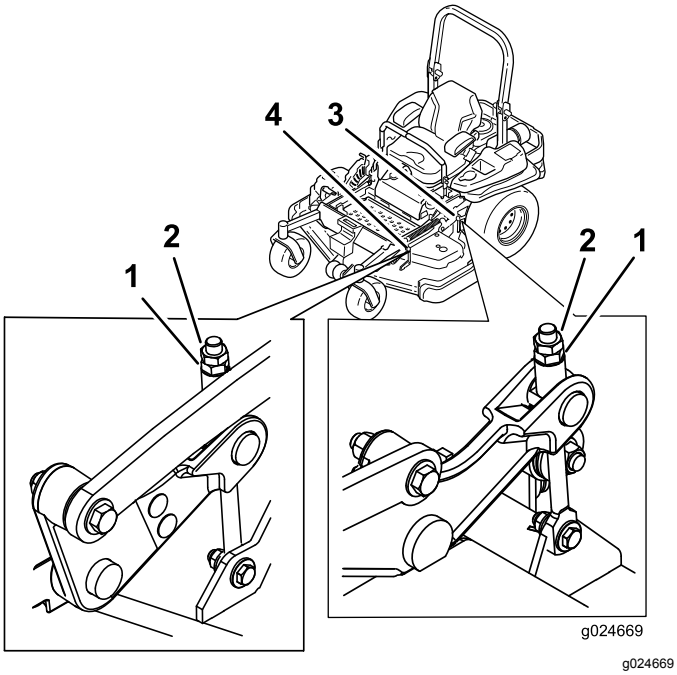

Figur 86
9. Vrid på justermuttern på det främre däckets lyftanordning för att finjustera (se Figur 86).
14. Finjustera justeringsskruven genom att vrida den så att höjden blir 8,3 cm (Figur 86).